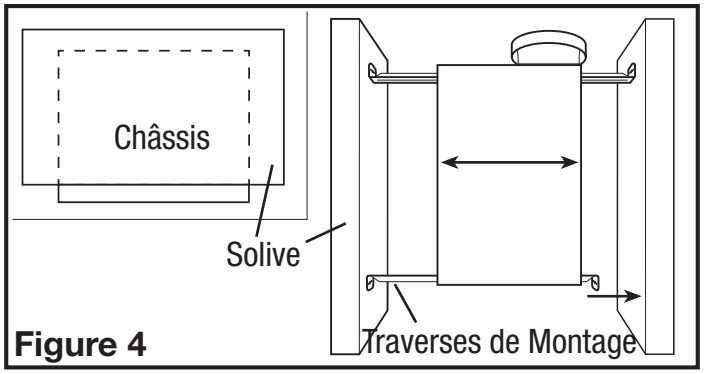

Figure 4
1. **Installation des Traverses de Montage :** Installer les traverses sur le châssis et positionner le châssis près de la solive. Aligner le châssis pour qu'il soit à effleurement avec le plafond fini. Fixer les extrémités des traverses avec des clous ou des vis (non-comprises) aux solives et glisser le châssis à sa position finale **(Figure 4).**
1. **Installation des Traverses de Montage :** placer le châssis en position entre les solives et tracer un contour sur le matériau du plafond **(Figure 6).** Mettre le châssis de côté et découper l'ouverture, en prenant soin de ne pas couper ou endommager des câbles électriques dissimulés ou autres utilités. Installer les traverses sur le châssis et positionner le châssis dans le trou percé précédemment afin qu'il soit à effleurement avec le plafond fini. Fixer les extrémités des traverses aux solives **(Figure 4).**